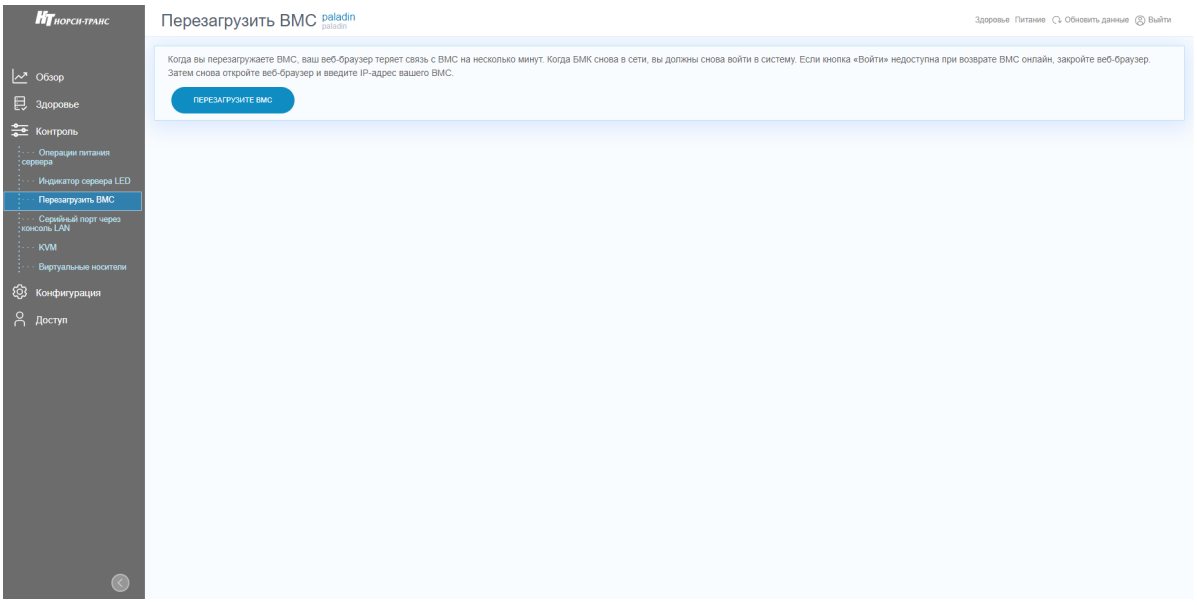

Рис. 70. Окно «Перезагрузить BMC»
4) Пройдите во вкладку «Контроль» → «Перезагрузить BMC» в данной вкладке осуществляется перезагрузка BMC. Нажмите на кнопку «Перезагрузить BMC» для перезагрузки BMC. Окно показано на рис. 70 Окно «Перезагрузить BMC».